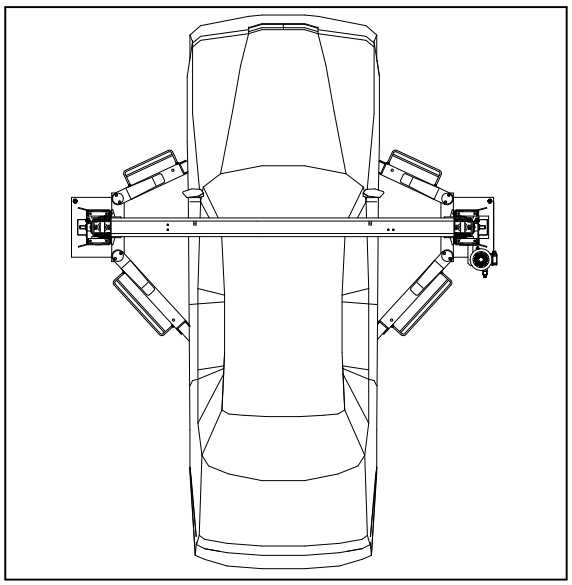

Fig. 10 Veicolo caricato correttamente
Posizionare il veicolo sul ponte in modo che il peso sia distribuito correttamente sui bracci (Fig. 10). Per la sicurezza delle persone e delle attrezzature è essenziale che:
• Il veicolo sia posizionato correttamente (Fig. 10);